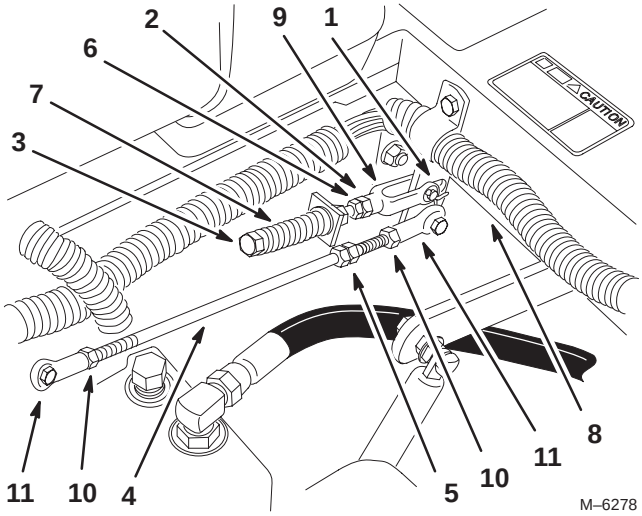

Figure 55
5. Move lever to the neutral position but **not locked** (Fig. 55).
6. Pull lever back until the clevis pin (on arm below pivot shaft) contacts the end of the slot (just beginning to put pressure on the spring) (Fig. 55).
8. If adjustment is needed, loosen the nut and jam nut against the yoke (Fig. 55).
10. Tighten the nut and jam nut (Fig. 55).
1. Loosen the locknuts at the ball joints on pump control rod (Fig. 55).
3. Adjust pump rod length by rotating double nuts on rod, in the appropriate direction, until wheel is still or slightly creeps in reverse (Fig. 55).
6. Tighten the locknuts at the ball joints (Fig. 55).